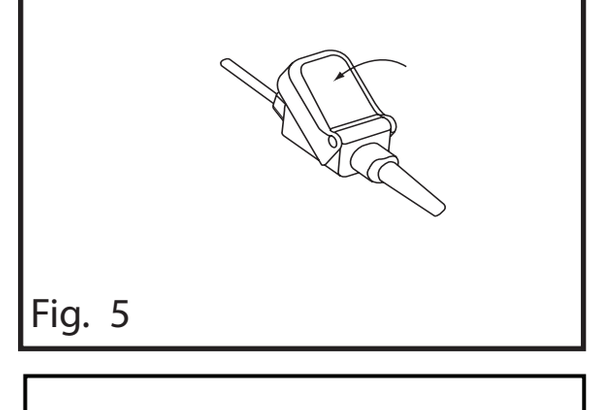

Fig. 6b
- Coloque un adhesivo sobre cada visor del sensor dejando el área blanca por fuera del área adhesiva, como se muestra (fig. 6b), retire el papel protector que cubre cada adhesivo y vuelva a aplicar el sensor en el mismo paciente.